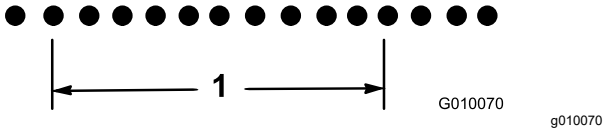

**Figure 70**
18.8 divided by 10 is 1.88, hole spacing is short by 0.12 inch from nominal (Figure 70).